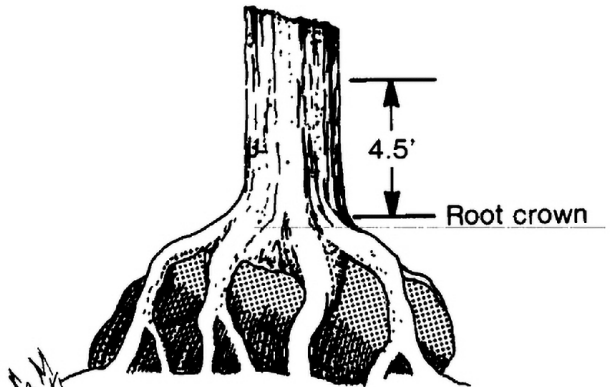

Figure 6. Measuring DBH on Trees Growing on Objects.
7. For trees growing on objects, measure at 4.5 feet from the root crown, not the forest floor. See Figure 6.